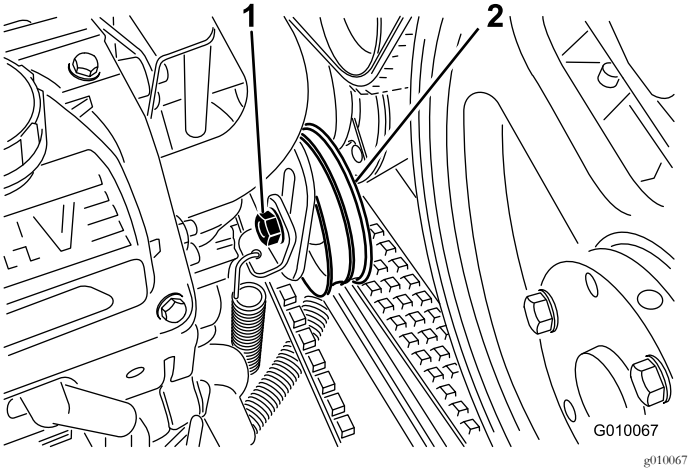

Figuur 57
4. Draai de bout van de spanpoelie van de riem een stukje los zodat deze kan bewegen binnen de afstelsleuf (Figuur 57).